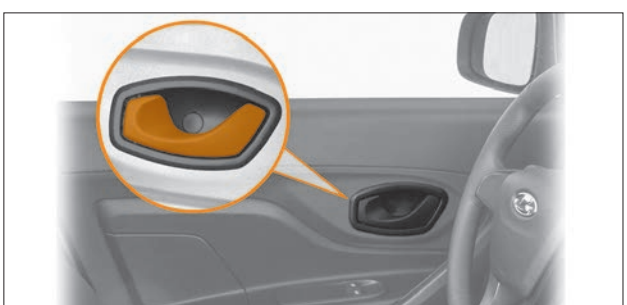

Рис. 1.14. Ручка для отпирания дверей из салона
- другие боковые двери откройте из салона при помощи внутренних ручек (рис. 1.14).